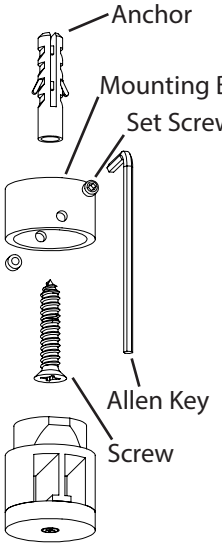

Fig. 1
1. Install the **Mounting Bracket** to the ceiling with **Anchor** (if applicable) and **Screw**, align set screw holes with the direction of **Power Bar**, then attach the **Support** onto the Mounting Bracket and tighten two **Set Screws** with the **Allen Key** (Fig. 1).